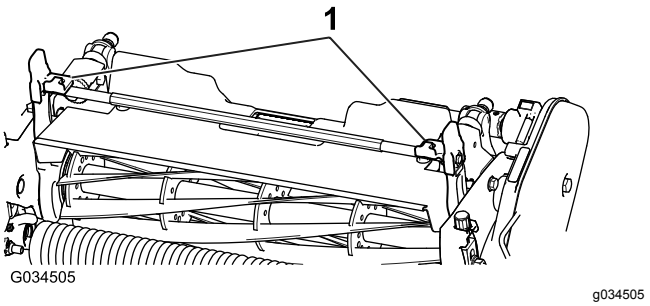
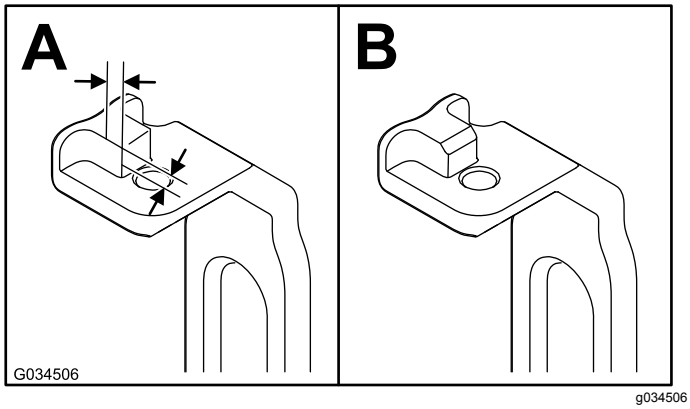

Figur 4
Figur 5
2. På begge vinkelarme (Figur 4) skal du måle 2.3 mm ind på tapperne og slibe hjørnet ned som vist i Figur 5.